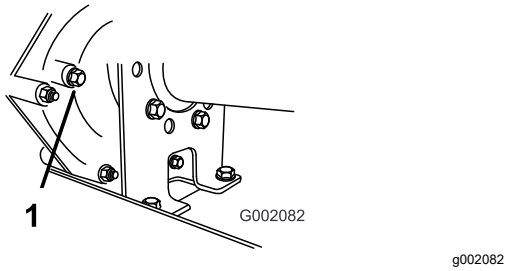

**Figur 61**
2. Ta bort bulten från nivåindikeringshålet (Figur 61).